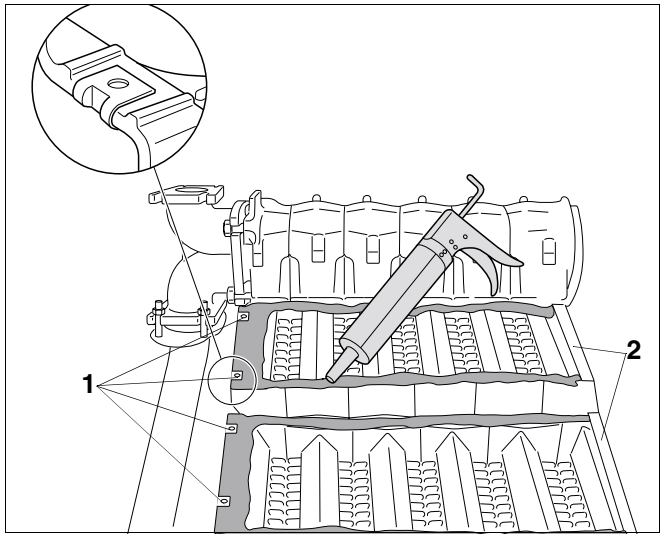

Рис. 33 Установка гаек с защелкой и нанесение герметика
- Установить четыре гайки с защелкой (рис. 33, **поз. 1**) на конечные секции (спереди, со стороны подключения воды).
- Нанесите герметик также и на гайки с защелкой (рис. 33, **поз. 1**).
- Нанести поставляемый с котлом герметик на уплотнительные пазы (рис. 33).
Пока не наносить герметик в уплотнительные пазы задних конечных секций (рис. 33, **поз. 2**).
- Перед монтажом прерывателя тяги нанести герметик в уплотнительные пазы конечных секций (рис. 33, **поз.** 2, стр. 34).